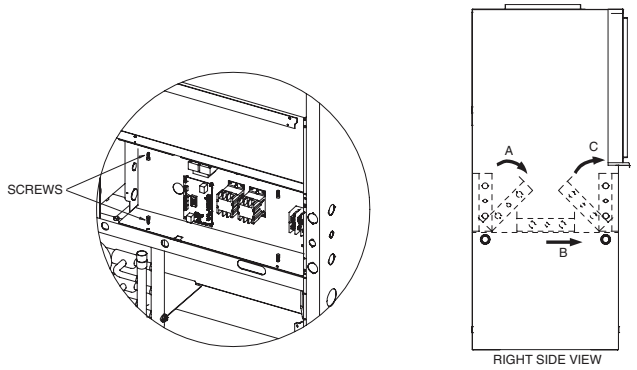

Fig. 19 — Flip Control Box
3. Remove 4 screws from control box. Using the guide rails as a guide, flip the control box down, slide the box across, and then flip the box up as shown in Fig. 19. Reattach the control box with screws.